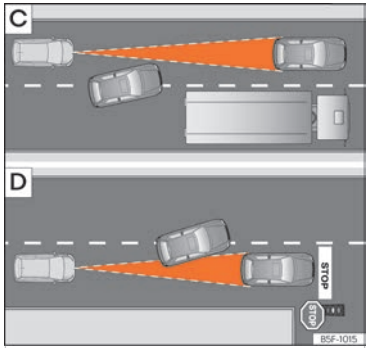

Fig. 109 C Cambio de carril de un vehículo. D Vehículo girando y otro detenido.
- Vehículos que cambien al carril por el que usted circula a poca distancia de su vehículo ››› fig. 109 C.
El ACC no reacciona ante vehículos detenidos. Si, p.ej., un vehículo detectado por el ACC gira o se aparta y delante del mismo se encuentra un vehículo detenido, el ACC no reaccionaría ante este último ››› fig. 109 D.